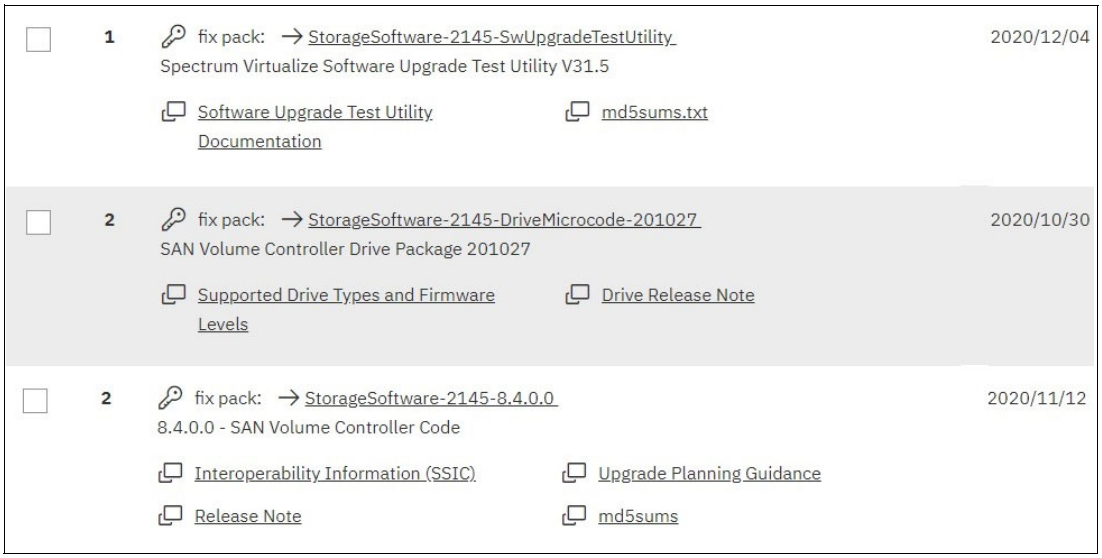

Figure 10-3 Fix Central software packages
4. In the **Product Software** section, select the three items that are shown in Figure 10-3.